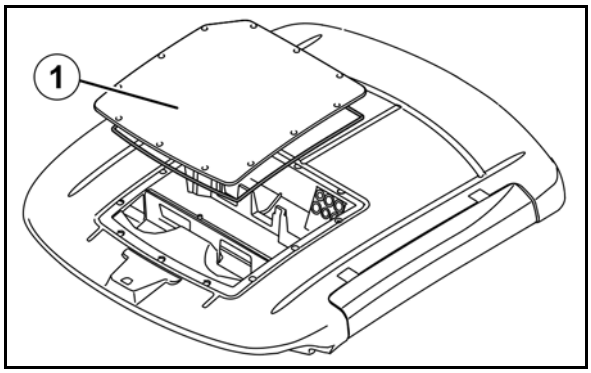

Rys. 169
1. Odkręcić pokrywę (Rys. 169/1) od dachu kabiny.